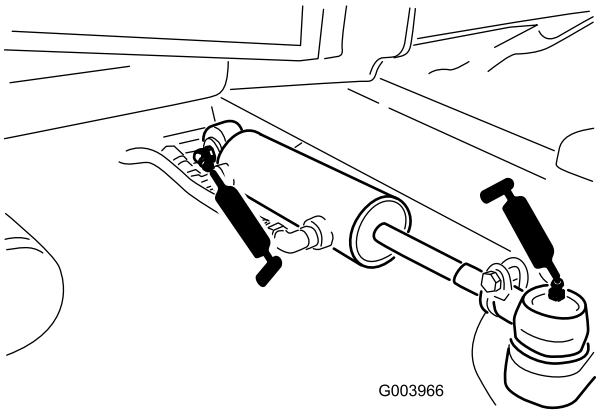

Figur 52
- Styrcylinderns kulleder (2) (Figur 52)